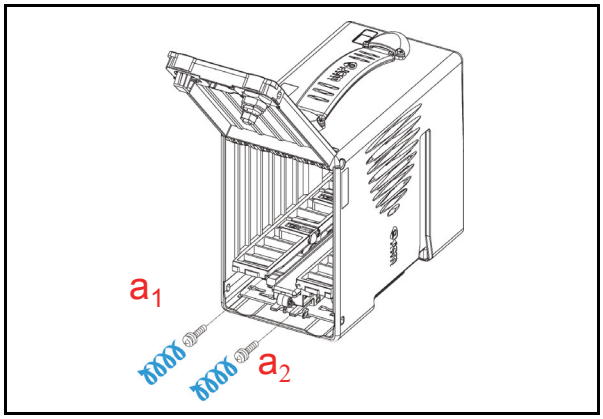

Figure 4-1 Pusher Mechanism Screws Removal
3. Remove the two (2) screws (See Figure 4-1 a_1 & a_2) retaining the Pusher Mechanism Unit to the Cash Box.